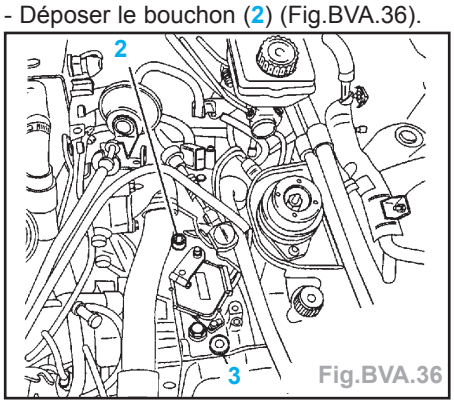

Fig.BVA.36
- Déposer le bouchon (2) (Fig.BVA.36).
- Déposer le bouchon de remplissage (2) (Fig.BVA.36).